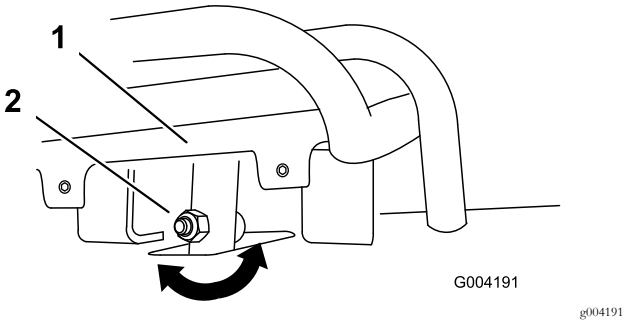
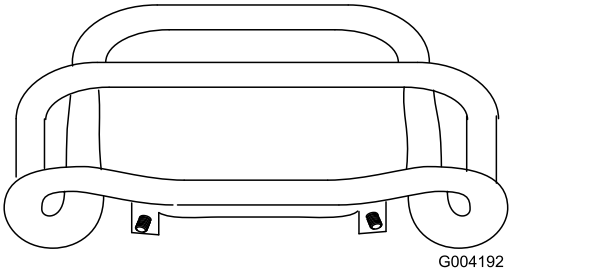

Figuur 55
Figuur 56
4. Als de voorzijde van de tractiebediening niet gelijk en recht tegen de referentieballk rust, draai dan de flensmoer en bout van de tractiebediening los (Figuur 55).
5. Stel de tractiebediening zo af, dat deze gelijk en recht tegen de referentieballk rust als u de bediening recht naar achteren trekt (Figuur 55 en Figuur 56).